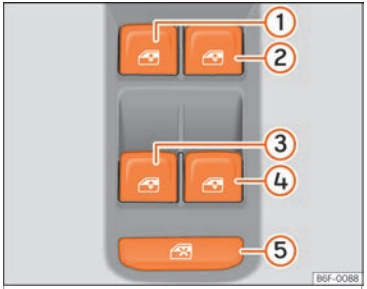

Fig. 103 Detail of the driver's door: window controls.
The safety control ››› Fig. 103 (5) on the driver door can be used to disable the electric window buttons on the rear doors.